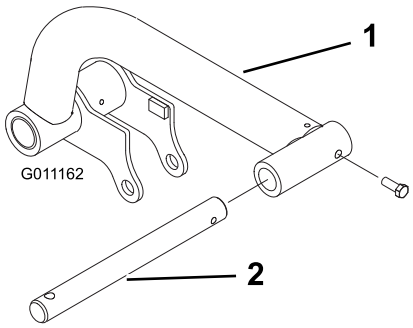

Figura 14
2. Inserte una barra de giro en cada brazo de elevación y alinee los taladros de montaje (Figura 14).